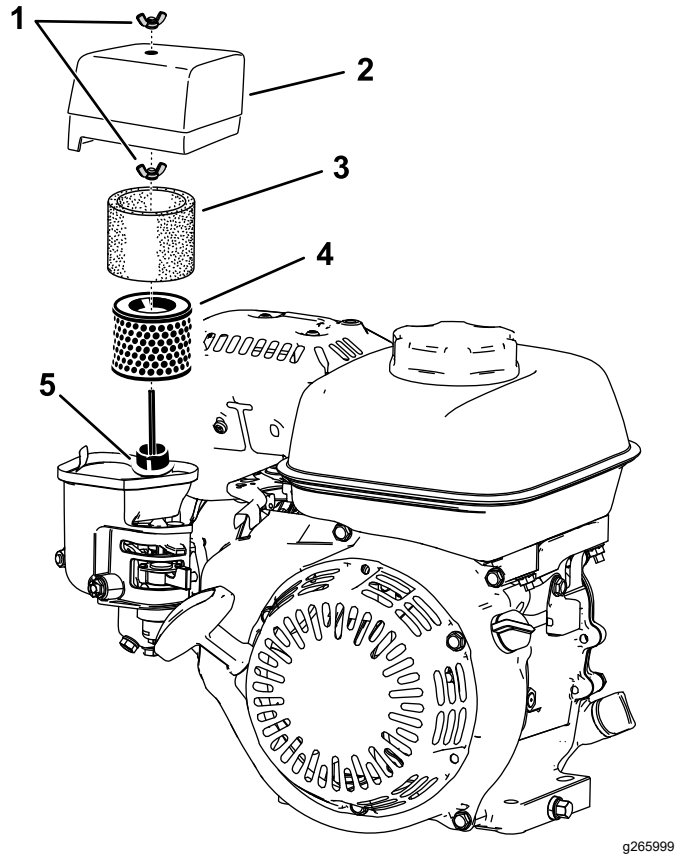

Figur 17
2. Fjern vingemutteren som holder luftrenserdekslet (Figur 17).